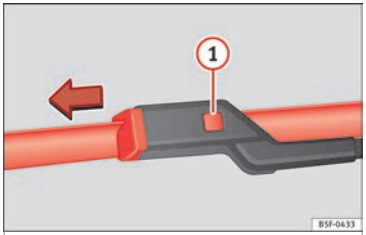

Fig. 79 Changing the windscreen wiper blades
- Press and hold release button ››› Fig. 79 (1) and pull gently on the wiper blade in the direction of the arrow.